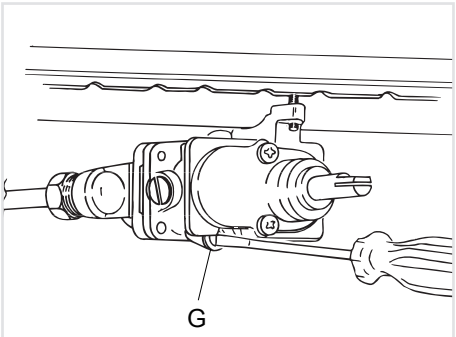

Fig. 7.10
- remove the knob and unscrew the bypass screw "**G**" (fig. 7.10) about three times by passing a small flat screwdriver (Ø 3 mm blade, 100 mm length) through the panel opening;
- after having removed the knob again and being very careful not to turn the tap rod, slowly screw the by-pass screws "**G**" (fig. 7.10) until you obtain a flame of 3-4 mm in height.